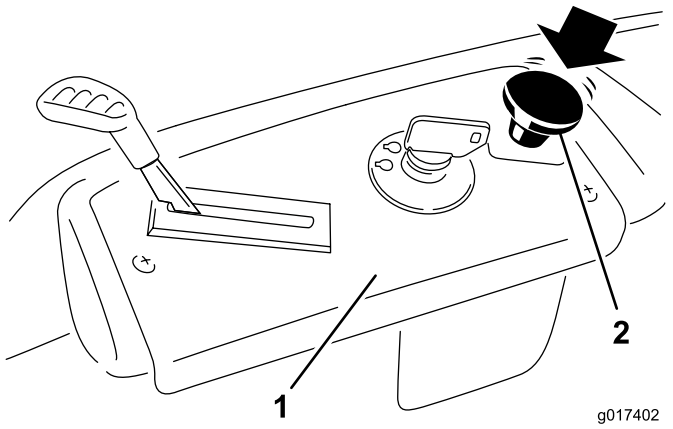

Figuur 16
Zet de aftakasschakelaar omlaag op UIT en schakel de messen uit (Figuur 16).
1. Schakel de maaimessen uit door de aftakasschakelaar op UIT te zetten (Figuur 16).